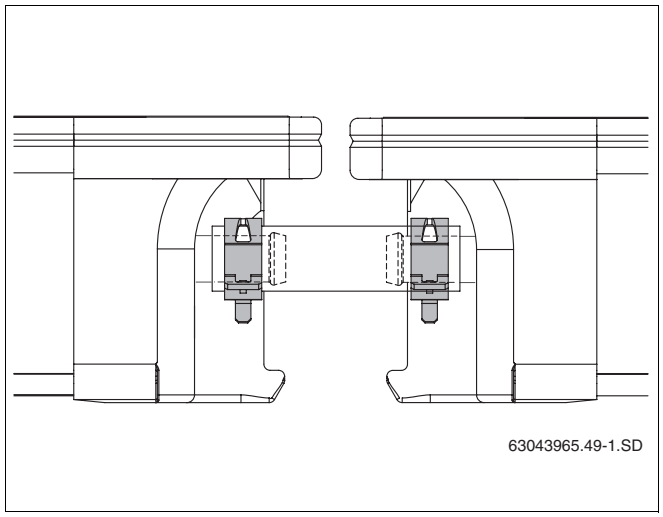

Abb. 47 Solarschlauch mit gesicherten Federbandschellen
- Sichern Sie jeden Solarschlauch am Kollektoranschluss mit einer Federbandschelle (Abb. 47).